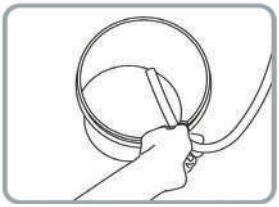

Рис. 21
2. Поместите сливной шланг в сливное ведро (рис. 21).